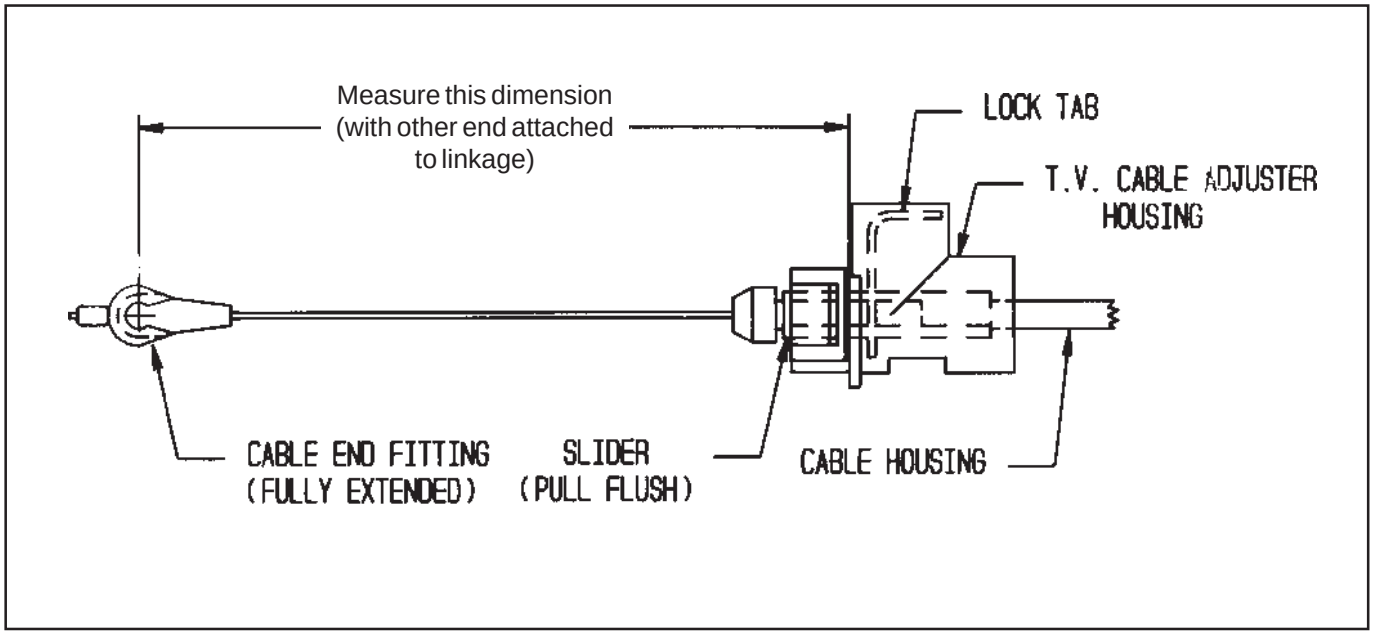

Figure 15
STEP 1. Measure your T.V. cable to establish it's particular mounting dimension (there are several lengths in use.) as follows **(See Fig. 15)**. Retract the slider by depressing the lock tab then pull the cable housing until the flats on the slider are flush with the end of the adjuster housing then fully extend the cable by pulling the cable end fitting out (slider must remain retracted) until it stops. Holding the end fitting out, measure the dimension from the face on the adjuster housing that registers with the mounting bracket to the center of the cable end connector.